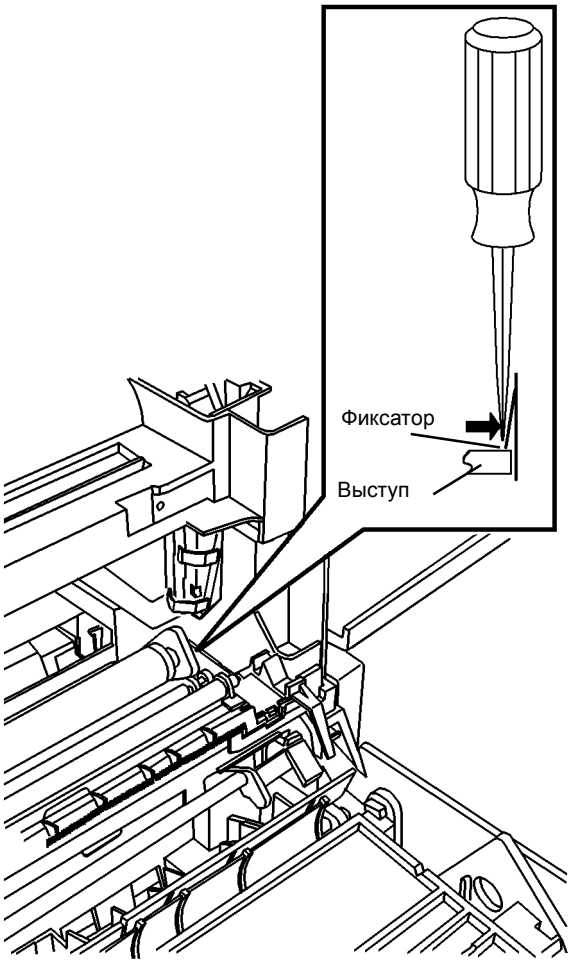

Рисунок 3 Снятие узла регистрации
6. Снимите узел регистрации (Рисунок 3).